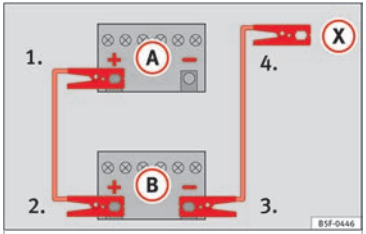

Fig. 59 Diagram of connections for vehicles without Start Stop system
2. Connect one end of the *red* jump lead to the positive (+) terminal of the vehicle with the flat battery (A) ››› **Fig. 59**.
3. Connect the other end of the *red* jump lead to the positive terminal (+) in the vehicle providing assistance (B).
4. *For vehicles without Start-Stop system:* connect one end of the *black* jump lead to the negative terminal (–) of the vehicle providing the current (B) ››› **Fig. 59**.